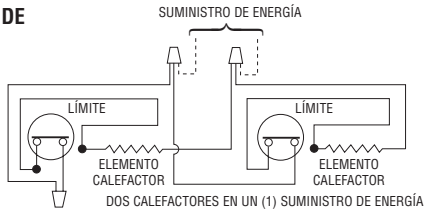

**Figura 10. Conexiones de alambres de calefactor doble**
6. Conecte los alambres de los calefactores según se muestra en el diagrama de cableado, Figura 10.